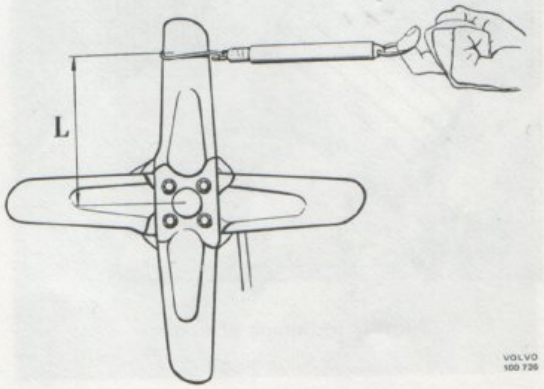

Bild 15. Remspänning
2. Montera skruv, mutter och bricka som håller spännjärnet vid generatorn samt justera remspänningen. Drivremmen ska spännas så att remskivan börjar slira för en dragkraft av 80–110 N (8,0–11,0 kp), anbringad på fläkten, 150 mm från navcentrum. Dra i motorns rotationsriktning och använd en fjädervåg enligt bild 15.